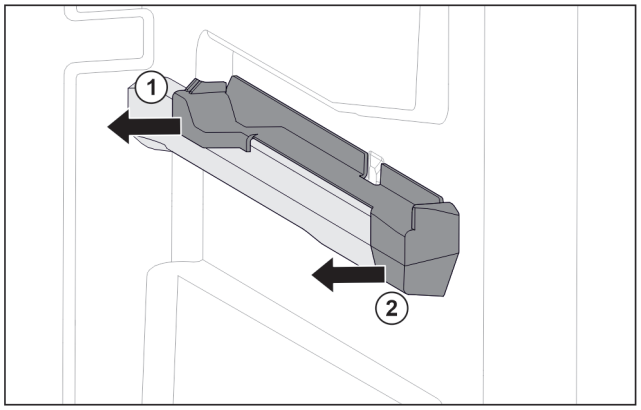

Fig. 148 Piesă de fixare pe nervura din dreapta a recipientului
▶ Scoateți piesa de fixare din spate în lateral. *Fig. 148 (1)*
▶ Scoateți piesa de fixare din față în lateral. *Fig. 148 (2)*